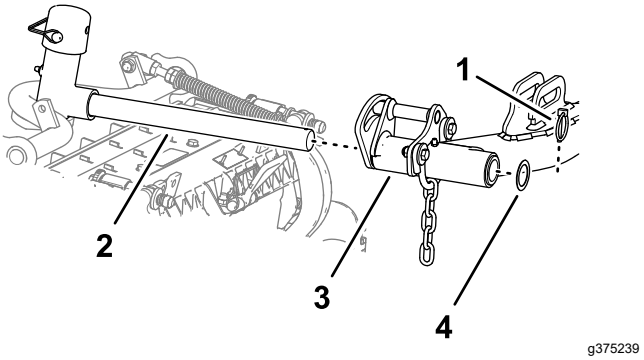

**Figuur 19**
6. Schuif een maai-eenheid onder de hefarm (Figuur 19).